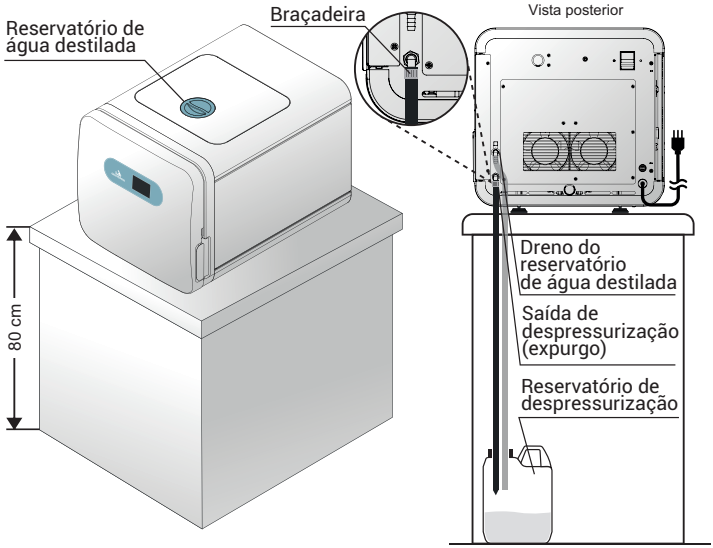

Fig.1
1. Remova a tampa do reservatório de água destilada (Fig. 1) e abasteça-o com até 5 litros de água destilada.
1. Conecte a mangueira preta à saída de despressurização (expurgo) (Fig.1).